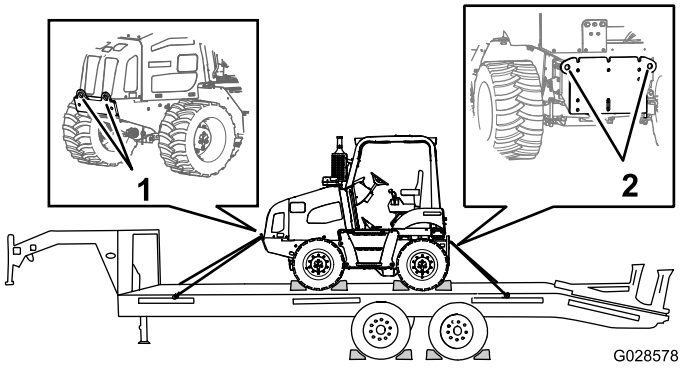

Figura 53
9. Assicurate la parte anteriore e posteriore della macchina al rimorchio mediante catene e un dispositivo di legatura (Figura 53).